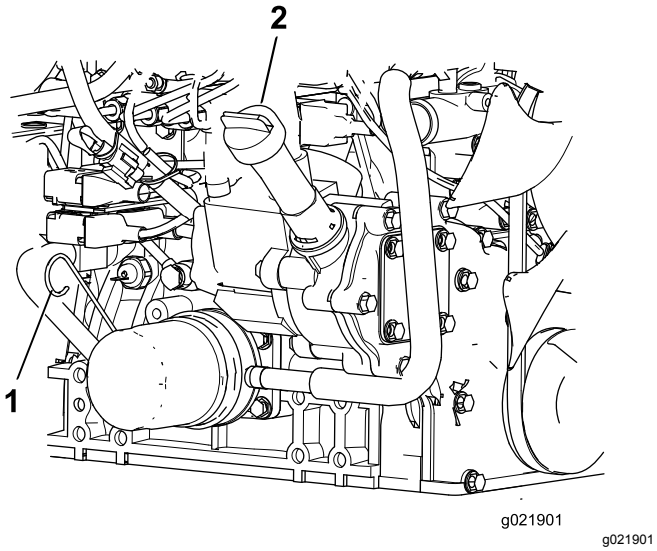

Figur 82
3. Ta ut peilestaven, tørk av den, sett den ned igjen i røret og ta den deretter ut igjen. Oljenivået skal være mellom FULL- og ADD-merkene (Figur 82).
4. Hvis oljenivået er lavt, må du ta av oljelokket og fylle på olje til nivået er mellom FULL- og ADD-merkene (Figur 82).